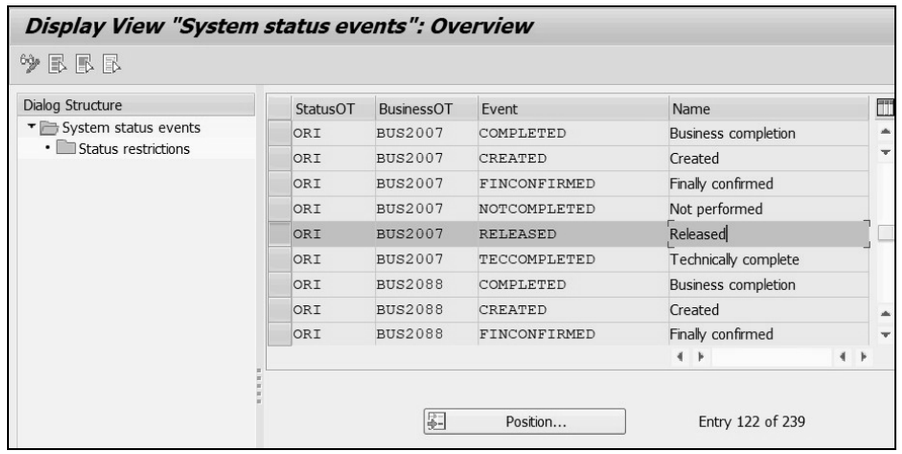
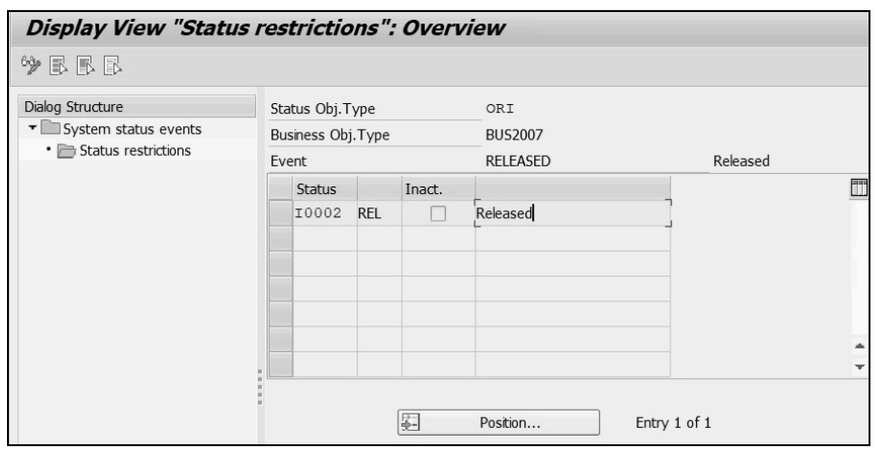

Figure 5.12 Event Configuration with System Status in Transaction BSVX
Figure 5.13 System Status Restrictions for Event Configuration
- Workflow events may be configured for system statuses in Transaction BSVX. Figure 5.12 shows an example. These entries are usually provided by standard SAP. Here, you maintain the business object type and the event name. Under the **Status restrictions** node (see Figure 5.13), you can maintain one or more system statuses for which the event will be triggered.